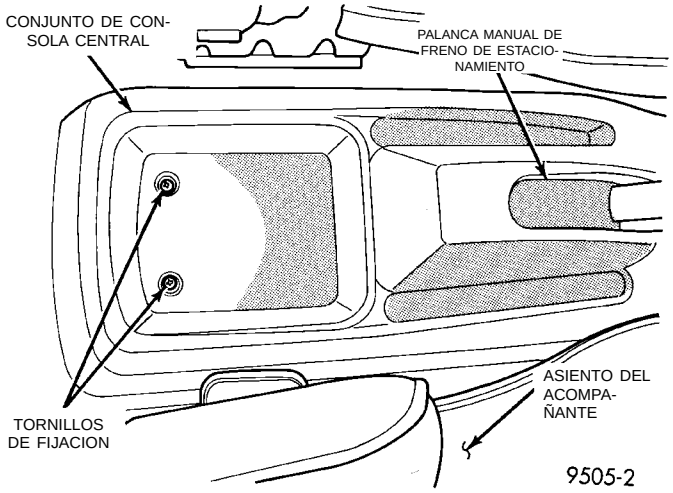
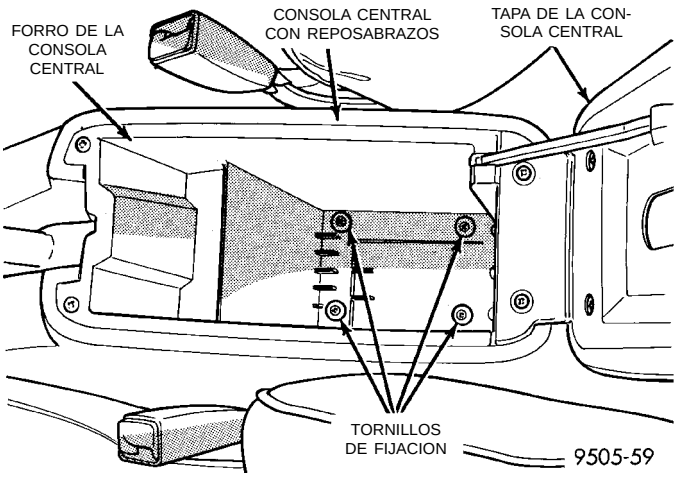
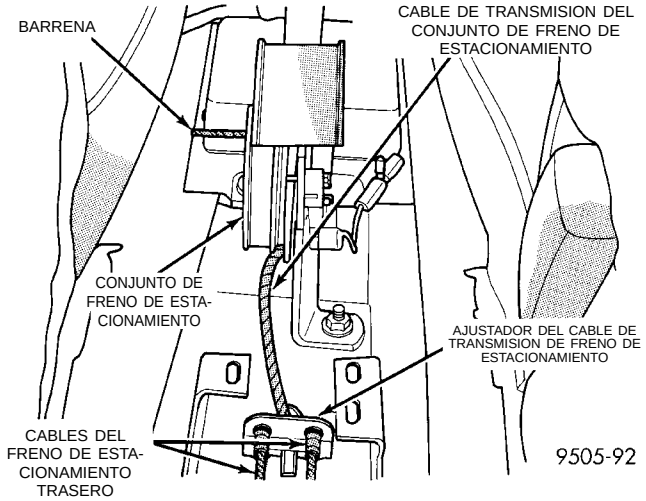
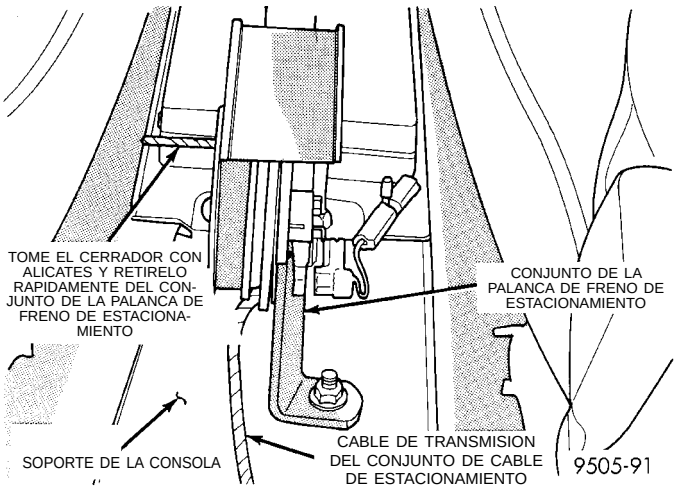

Fig. 43 Tornillos de fijación de la parte trasera de la consola central sin reposabrazos
Fig. 44 Tornillos de fijación de la parte trasera de la consola central con reposabrazos
Fig. 47 Cables de freno de estacionamiento instalados correctamente en el ajustador
Fig. 48 Desmontaje del cerrador de la palanca de freno de estacionamiento
(1) Retire los tornillos que fijan la parte trasera del conjunto de consola central en el soporte de la consola (Fig. 43) o (Fig. 44).
(1) Asegúrese de que los cables del freno de estacionamiento trasero estén instalados correctamente en el ajustador (Fig. 47).
(2) Tire de la manija de la palanca de freno de estacionamiento todo su recorrido hacia arriba.
(3) Tome firmemente el cerrador de la palanca de freno de estacionamiento (Fig. 48) y retírelo rápidamente del mecanismo de la palanca. De esta forma se permitirá que el mecanismo de freno de estacionamiento ajuste correctamente los cables del freno de estacionamiento.
(4) Instale la consola central.
(5) Instale los 4 tornillos de fijación del conjunto de consola (Fig. 43) o (Fig. 44).
(6) Efectúe un ciclo de la palanca de estacionamiento a fin de emplazar los cables de freno de estacionamiento. Retorne luego la palanca a su posición de retroceso. Verifique las ruedas traseras del vehículo. Deben girar libremente sin roce.